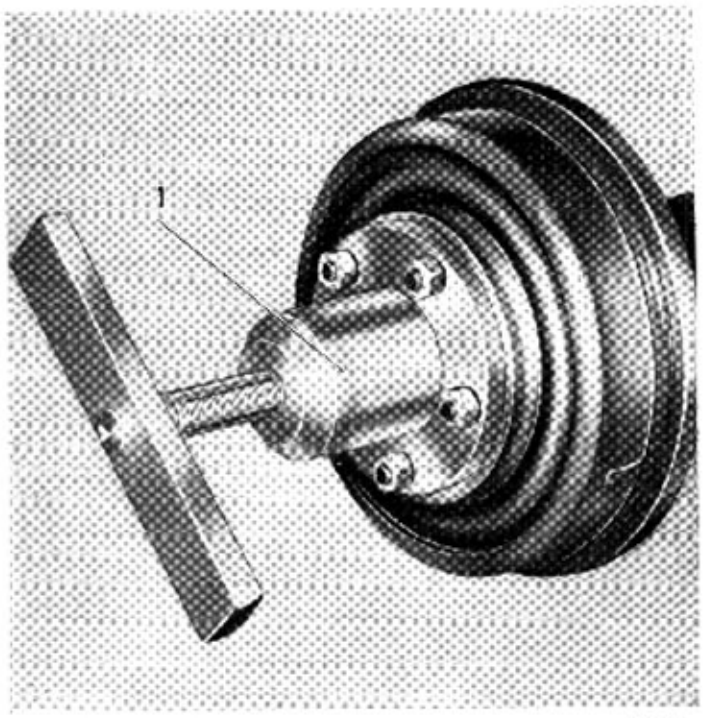

Bild 77-5. Demont av hjulnav
3. Drag av hjulnavet, bild 77-5 med avdragare SVO 2455. Tag vid behov bort krysskilen.